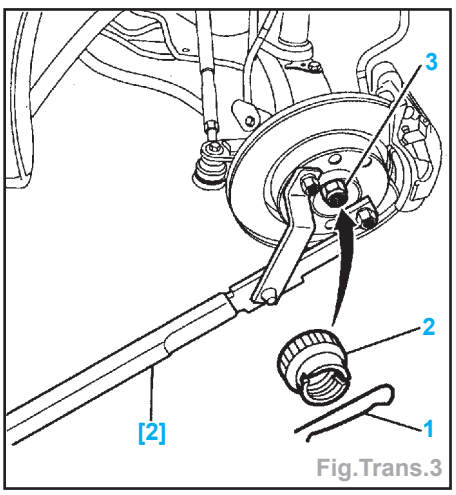

Fig.Trans.3
- Déposer (Fig.Trans.3) :
- la goupille (1),
- le frein écrou (2),
- l'écrou (3).
- Enduire de graisse type «**Molykote D321R**» la face et les filets de l'écrou (3) (Fig.Trans.3).
- Couple de serrage de l'écrou (3) : 32,5 daN.m.
• le frein écrou (2),
• la goupille (1).